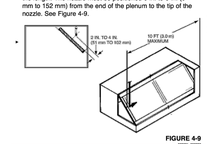

FIGURE 4-9 (000031, 000032)
- 2 in. to 4 in. (51 mm to 102 mm) from the face of the filter, centered between the filter height dimension, and aimed down the length. The nozzle must be positioned 0 in. to 6 in. (0 mm to 152 mm) from the end of the plenum to the tip of the nozzle. See Figure 4-9.